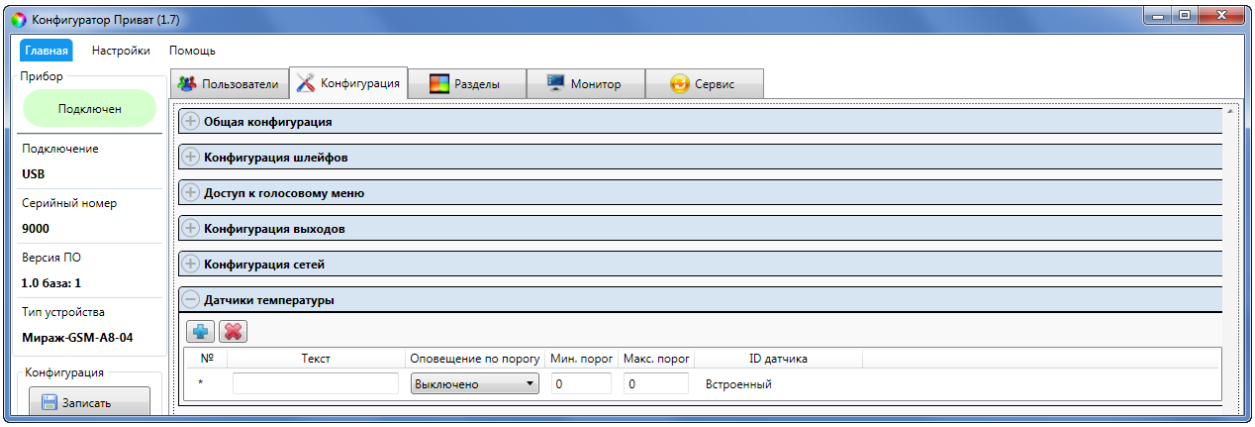

Рисунок 7.4 – Блок *Датчики температуры* в конфигурации контроллера Мираж-GSM-A8-04
1) Нажмите кнопку в блоке Датчики температуры (см. рисунок 7.4).